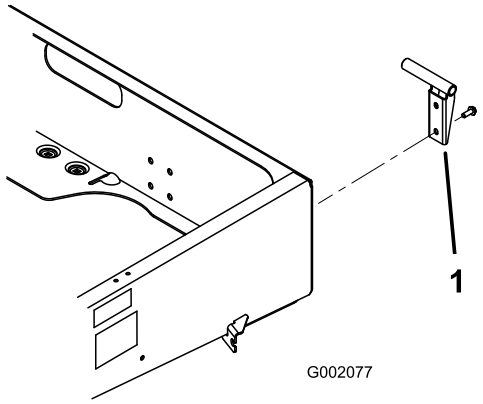

Figuur 8
2. Monteer de linker draaibeugel aan de linkerhoek van de achterzijde van het frame met twee flensschroeven (3/8 x 1 inch). Plaats de beugel zoals wordt getoond in Figuur 8.